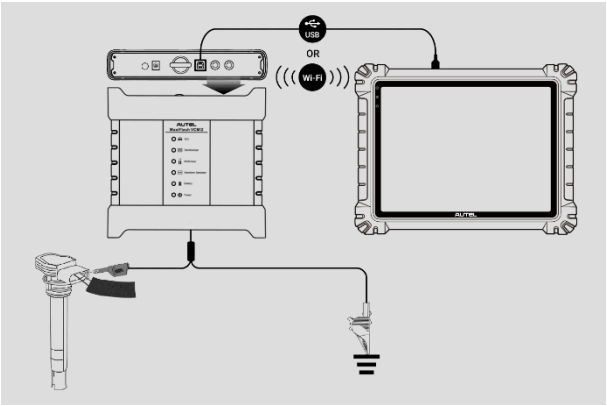

Figur 9-1 ***Forbindelsesdiagram***
1. Sæt den relevante testledning eller probeterminalender i indgangskanalen(erne) for at fuldføre tilslutningen. (Se *Figur 9-1 Forbindelsesdiagram*.)